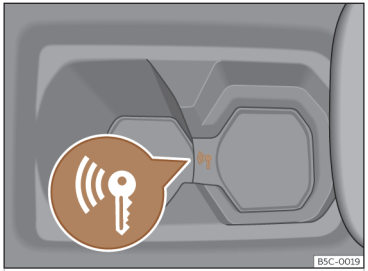

Fig. 113 En la consola central: arranque de emergencia.
- Inmediatamente después de presionar el pulsador de arranque, ponga la llave en el portabebidas de la consola central ››› **fig. 113**, lo más cerca posible del logo *Kessy*.